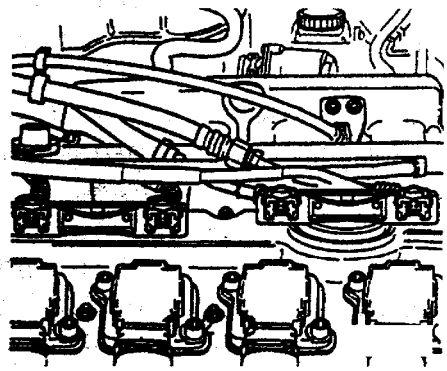

图 2－29
①见图 2－8，从点火线圈的功率终端极上拔下 3 针插头。拔下喷嘴的连接插头，如图 2－29 所示。